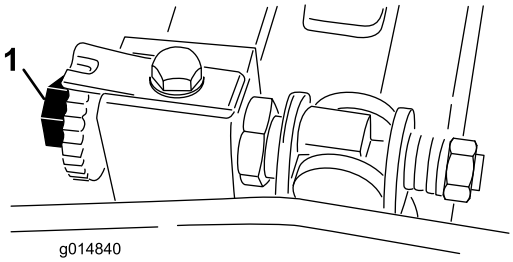
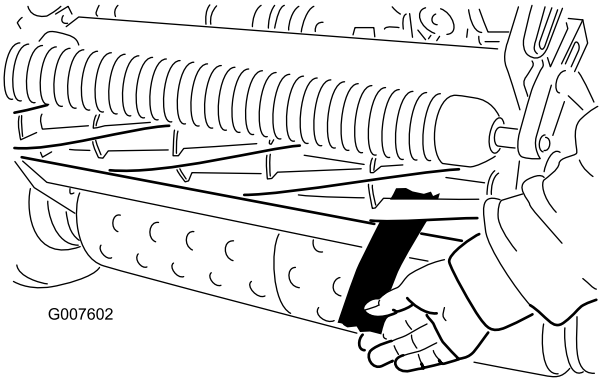

Figur 49
Figur 50
2. Se till att det inte finns någon kontakt med cylindern genom att vrida underknivsstångens justeringsskruvar motsols (Figur 49).
4. Sätt in en lång remsa tidningspapper i cylinderns ena ände på den framåtriktade sidan, mellan cylindern och underkniven (Figur 50). Vrid cylindern långsamt framåt samtidigt som du vrider underknivsstångens justerskruv medsols (i samma cylinderände), ett klick i taget tills det nyper åt lätt om papperet när det förs in framifrån, parallellt med underkniven. Detta ger ett lätt motstånd när du drar i papperet (Figur 49).
6. När inställningen är klar ska du kontrollera om cylindern kan nypa om ett papper när du sticker in papperet framifrån och klippa papper när papperet sticks in i rät vinkel mot underkniven (Figur 50). Det ska gå att klippa av papperet med minimal kontakt mellan underkniven och cylinderbladen. Om cylindern är för trög (mer än 0,79 Nm) kan du antingen slipa eller fräsa klippenheten för att få så vassa eggar som krävs för finklippning. Se *Toros bruksanvisning för vässning av cylindrar*.